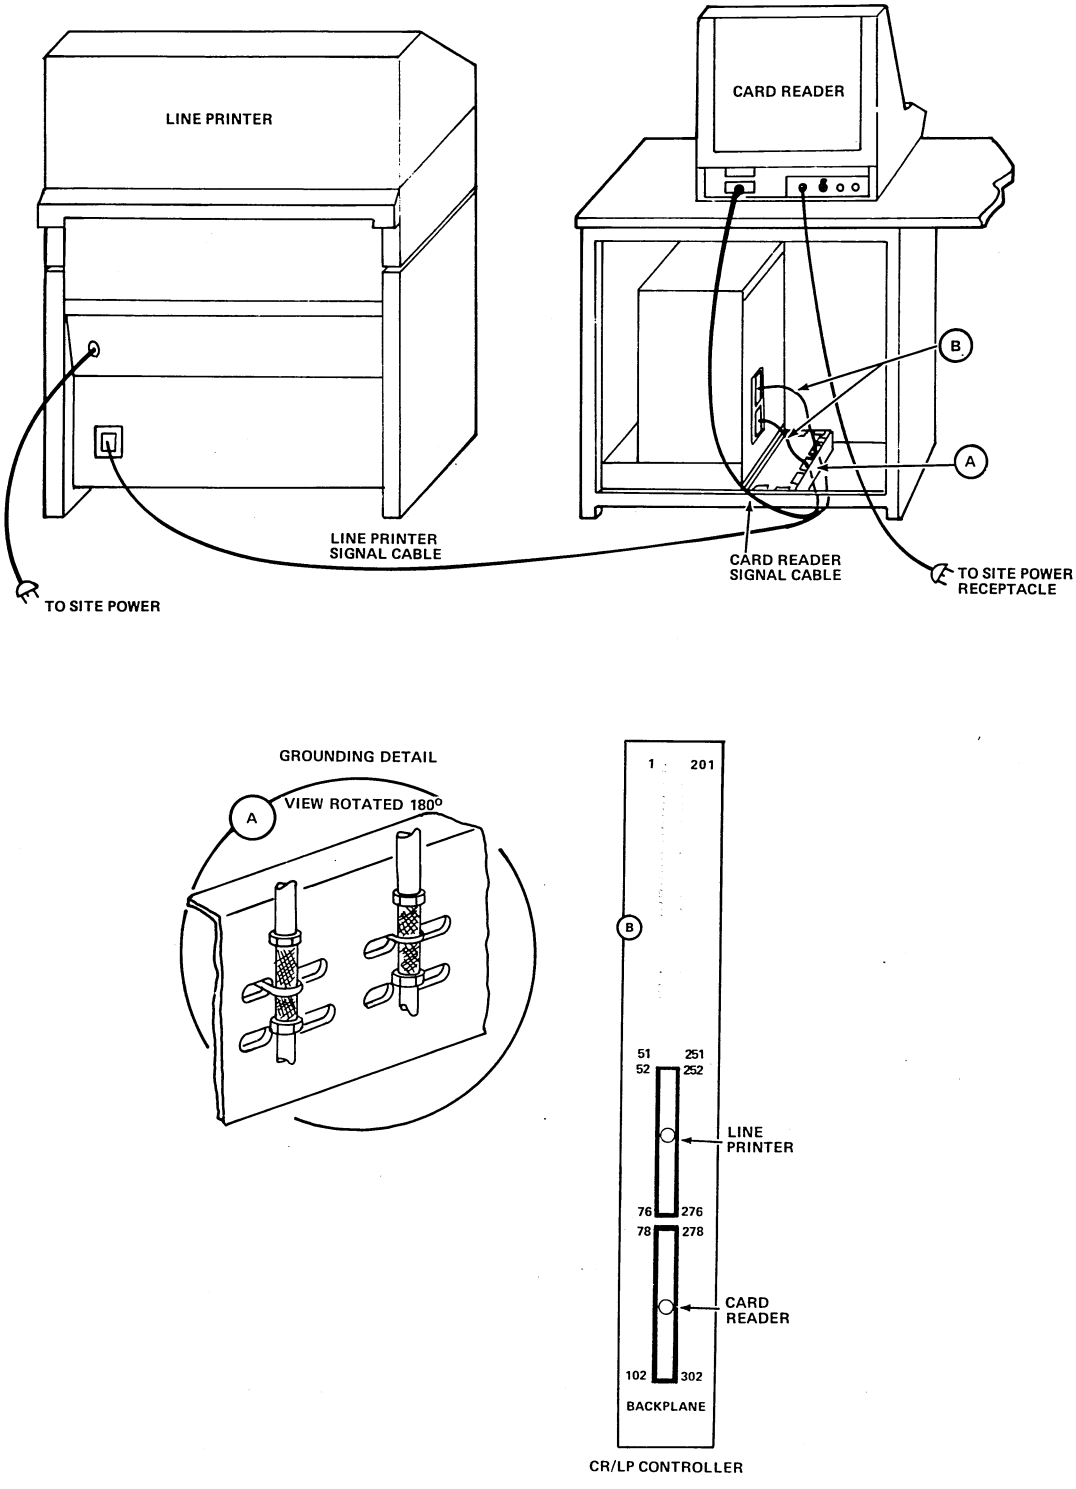

Figure 18-7. CYBER 18 Printer Signal and Power Cable Connections
2. Pass the processor cable connector (Berg) end through the cable access box (figure 18-7) and connect it to the processor backplane connector or cable interface board at slot J or alternate slot. Refer to figure 18-7 for pin engagement detail of the CR/LP controller. Refer to section 21 if connecting a CR/LP/CLA cable interface board.
4. Route the cable to the back of the line printer and attach the connector to the data input connector (figure 18-7).